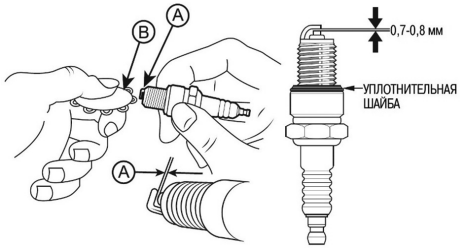

Рис. 24 Зазор между электродами свечи зажигания
4. Измерьте зазор А между электродами свечи зажигания специальным щупом В (Рис. 24). Зазор должен быть 0,7-0,8 мм (Рис. 24). При увеличении или уменьшении требуемого зазора, рекомендуется заменить свечу, так как регулировка зазора может привести к изменению качества искрообразования.